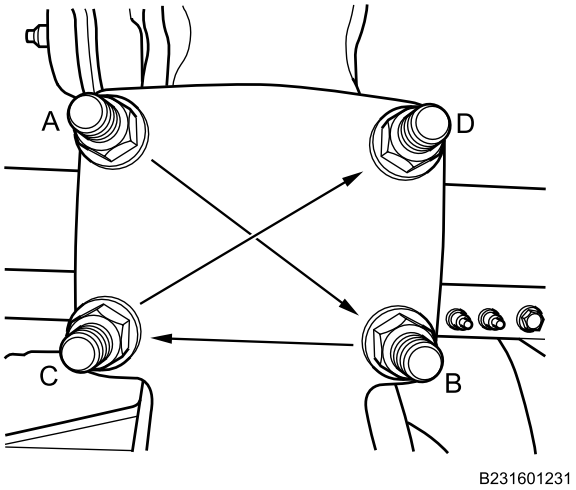

Figure 16. U-Bolt Plate Locknuts Torque Sequence.
7. Using diagonal pattern shown in Figure 16, torque U-bolt plate locknuts as follows: